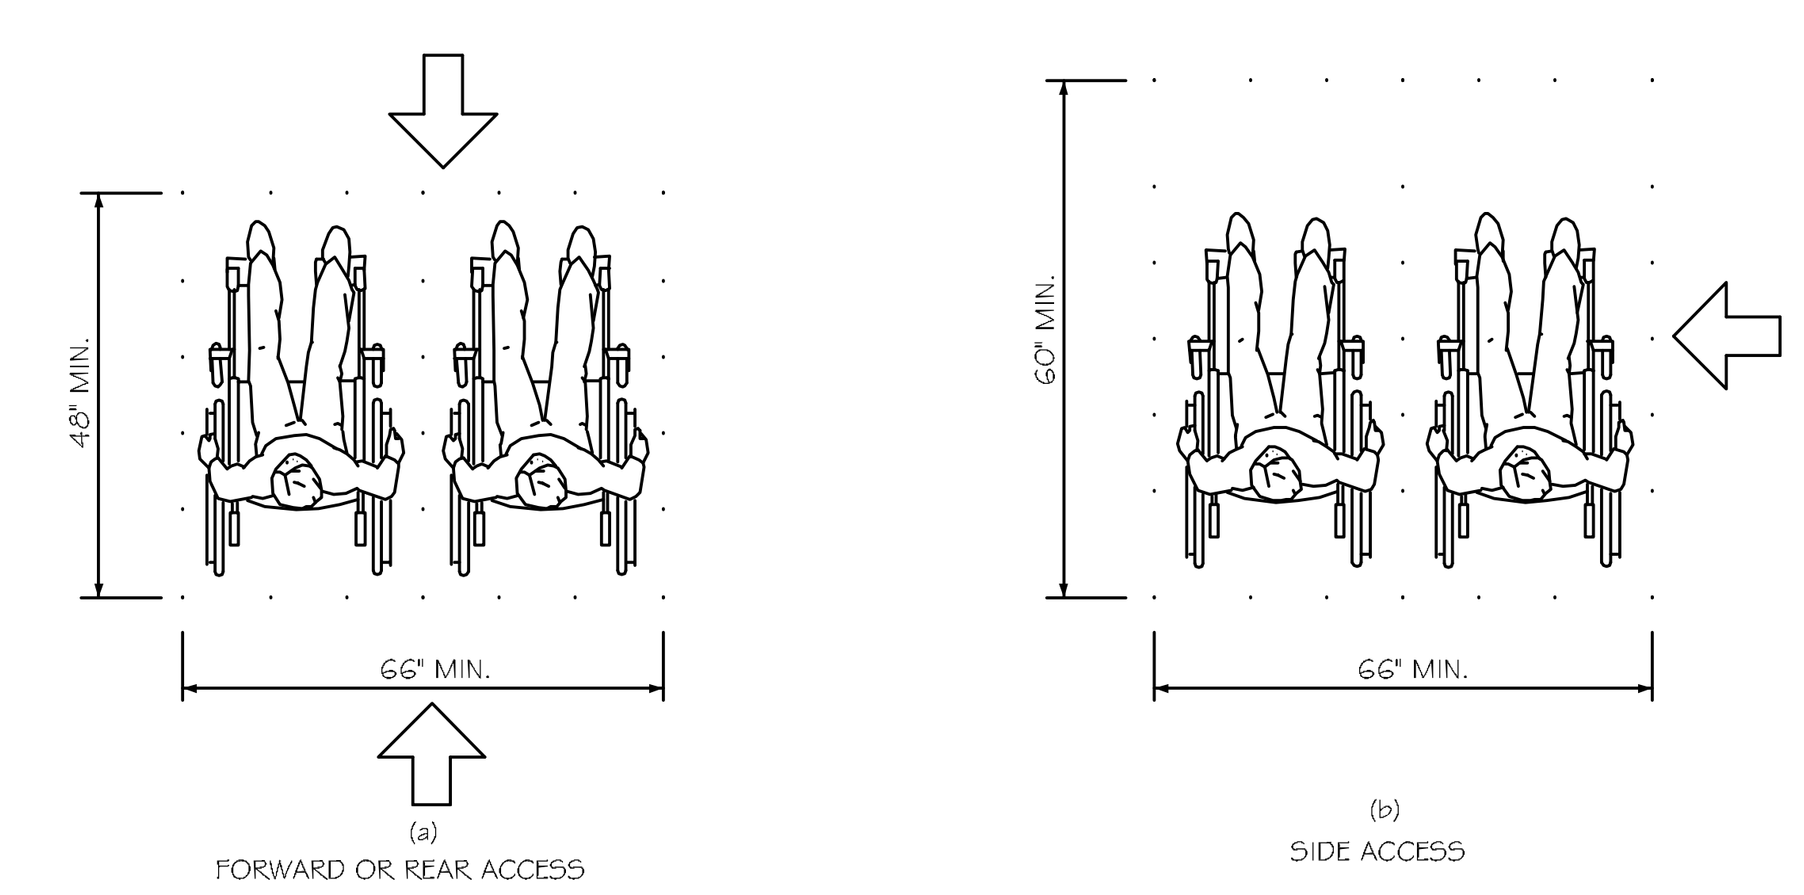

FIG. 46
4.33.2* SIZE OF WHEELCHAIR LOCATIONS. EACH WHEELCHAIR LOCATION SHALL PROVIDE MINIMUM CLEAR GROUND OR FLOOR SPACES AS SHOWN IN FIG. 46.